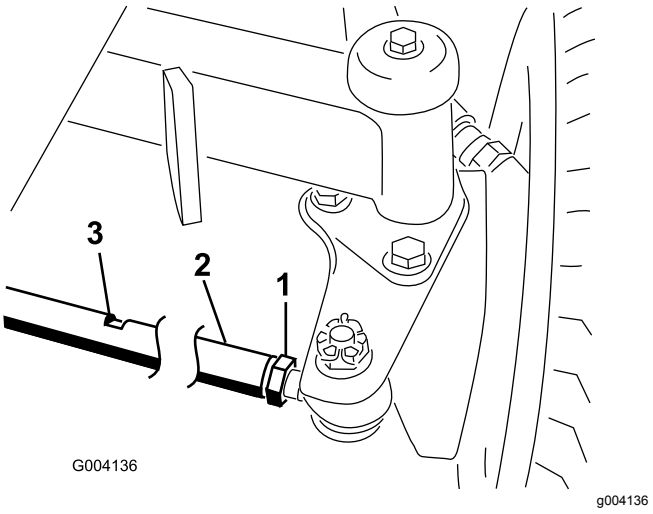

**Figur 64**
2. Løsne låsemutteren på begge ender av parallellstaget (Figur 64).